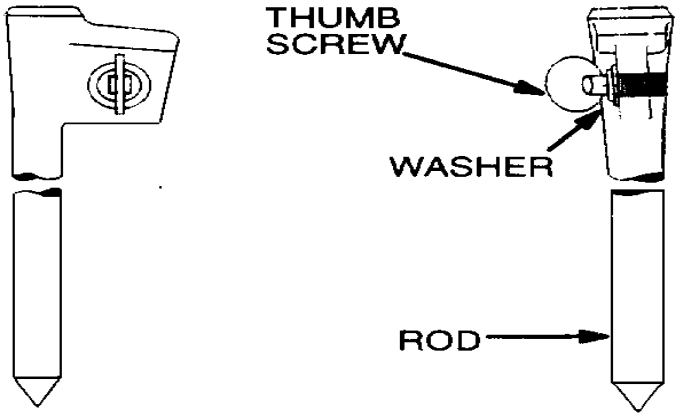

Figure H-1 Single-Section Ground Rod
a. **Moist Soil Conditions.** In moist soil, select either the 8–foot ground rod NSN 5975–00–296–5324 or the 6–foot ground rod NSN 5975–00–224–5260. Both are single–section rods with a built–in driving head and a thumbscrew coupling for connecting to a ground strap, as shown in figure H-1.